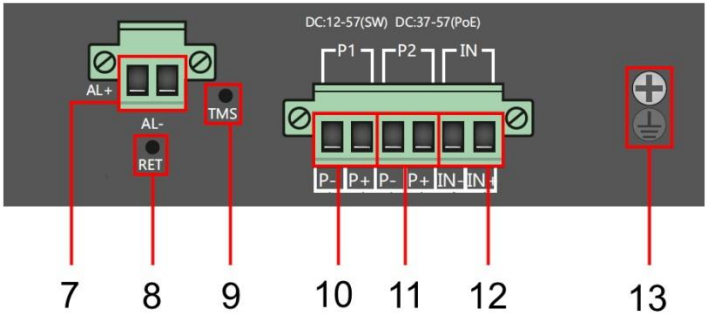

Рис. 3 Коммутаторы SW-80402/ILS(port 90W 180W) и SW-80802/ILS(port 90W 300W), разъемы и кнопки верхней панели
- Для обеспечения функционирования встроенной грозозащиты необходимо надежно заземлить корпус коммутатора (13) рис.3.